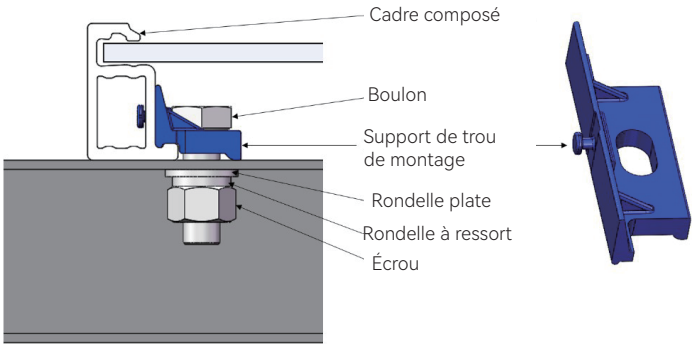

Figure 19 Installation des boulons du Module à cadre composite
- ◇ Lors de l'installation des boulons du Module à cadre composite, utilisez des trous de montage spéciaux (Figure 19) pour le cadre composite. Assurez-vous que chaque Module comporte au moins quatre boulons. Les différentes positions de montage des boulons affectent la capacité de charge maximale du Module (Tableau 6).